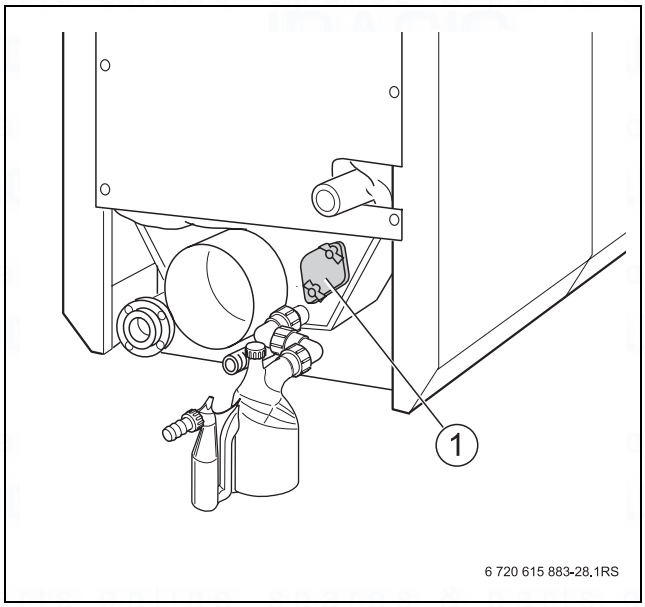

Fig. 32 Inspection aperture flue gas collector
- Check that the inspection opening of the flue gas collector is closed (→ Fig. 32, page 42).
- Do not block up the condensate drain (→ Fig. 32, page 42) when cleaning.